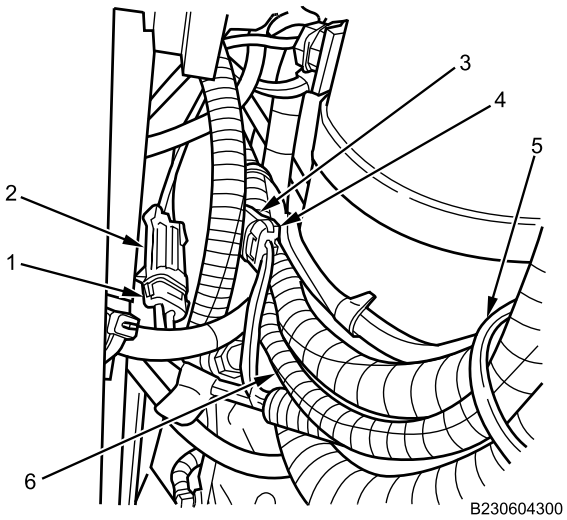

Figure 3. Clean Power and Ground Harness Connectors at Starter Motor.
7. Disconnect ECM clean harness in-line connector (Figure 3, Item 1) from engine harness connector (Figure 3, Item 2).
8. Disconnect TCM clean harness in-line connector (Figure 3, Item 4) from engine harness connector (Figure 3, Item 3).
9. Remove and discard cable lock straps (Figure 3, Item 5) from clean power and ground harness (Figure 3, Item 6) as required.
10. Remove clean power and ground harness (Figure 3, Item 6) from vehicle.